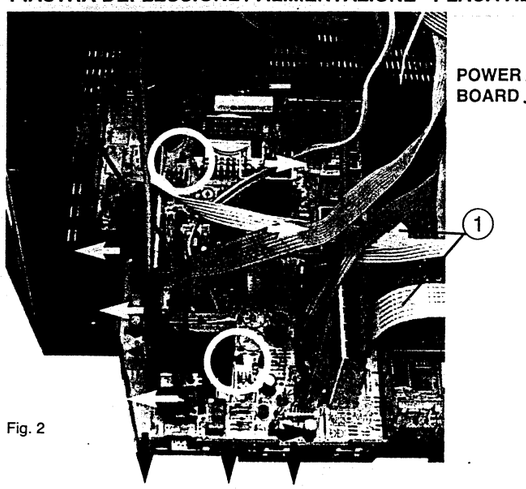
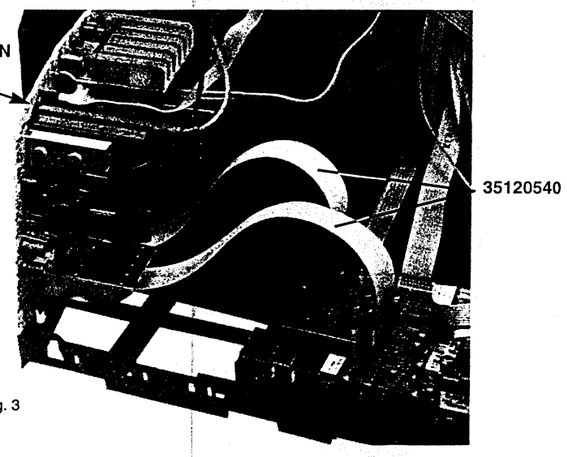

Fig. 2
Fig. 3
1 - Remove the two connection cable PSB/SSB (1) (Fig.2) and get free the "PSB" board from the chassis in pressing the maintain tongue (9 in periphery and 2 in the board) (Fig.2) . Put the two extension cable PSB/SSB (35120540) (Fig.3).
2 - Put the PSB board in service position (Fig. 3)
1 - Retirer les cordons de raccordement PSB/SSB (1) (Fig.2) et dégager la platine "PSB" du chassis en appuyant sur les languettes de maintien (9 en périphérie et 2 en interne) (Fig.2) . Mettre les cordons prolongateurs de raccordement PSB/SSB (35120540) (Fig.3).
2 - Mettre la platine PSB en position de service (Fig. 3)
1 - Entfernen Sie die beiden Verbindungskabel PSB/SSB (1) (Fig.2). Zum Ausbau der PSB-Platine lösen Sie die 9 Halteklammern um die Platine herum und die 2 Klammern in der Platine wie (Fig.2) dargestellt. Stecken Sie die Verlängerungskabel PSB/SSB (35120540) (Fig.3) ein.
2 - Bringen Sie die PSB-Platine in die Service-Position (Fig. 3).
1 - Togliere idue cavi di collegamento PSB/SSB (1) (Fig.2) e liberare la piastra "PSB" dal telaio premendo le linguetto di fissaggio (9 periferiche e due interne) collegare le prolunghe PSB/SSB (35120540) (Fig.3).
2 - Sistemare la piastra PSB in posizione di service (Fig. 3).
1 – Retirar los dos cables de conexión PSB/SSB (1) (Fig.2) y soltar la placa "PSB" del chasis presionando las lengüetas (9 en la periferia y 2 en la placa) (Fig. 2). Enchufar los dos cables prolongadores PSB/SSB (35120540) (Fig.3).
2 – Poner la placa PSB en la posición de servicio (Fig. 3)